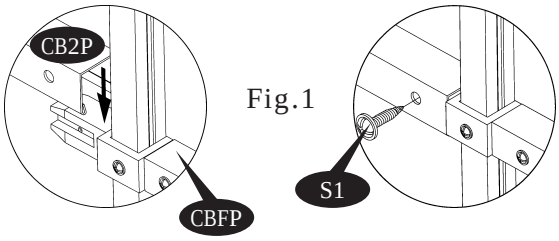

Fig.1
56. Fix the Center Band (CB2P) to the Center Band fitting (CBFP) with (S1) screw . See fig. 1